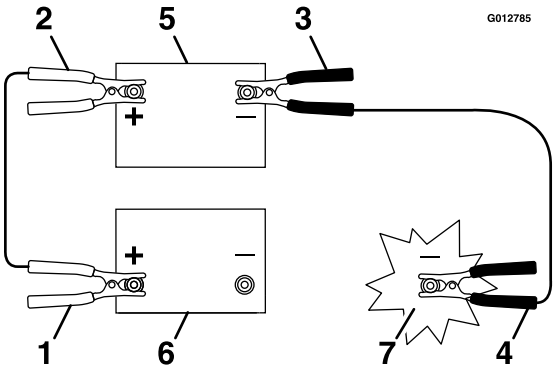

Figuur 49
3. Koppel de pluskabel (+) aan op de pluspool (+) van de ontladen accu die verbonden is met de starter of de solenoïde; zie Figuur 49.